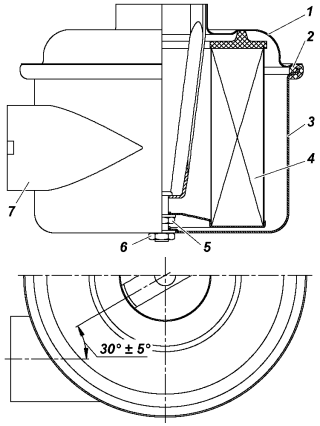

Fig. 9.9. Filtro de aire:
- desenrosque la tuerca 6 (ver fig. 9.9) y saque de la carcasa del filtro la tapa 1 con el elemento filtrante 4;
- instale el material filtrante nuevo, ensamble el filtro de aire orientando la tapa respecto al cuerpo como se presenta en la fig. 9.9;